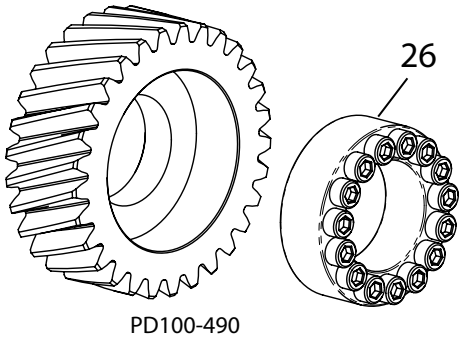
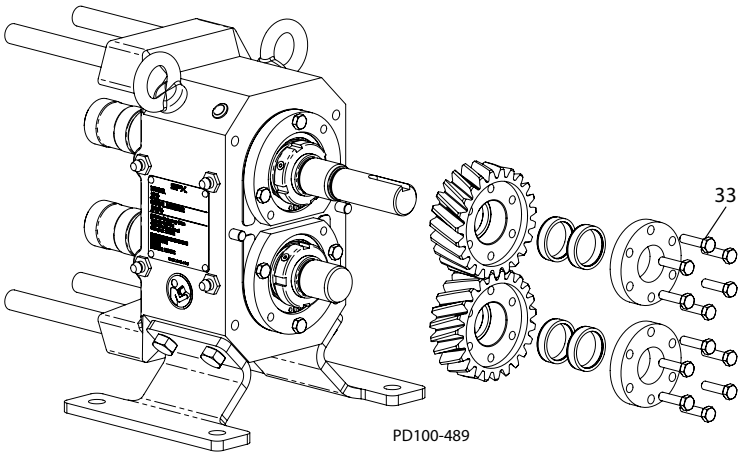

Afbeelding 38 - Grendelinrichting
Afbeelding 39 - De tandwiel en grendelinrichting verwijderen
1. Maak de schroeven van de klemring los (Afbeelding 39, item 24) of de borgschroeven in de grendelinrichting (Afbeelding 38, item26) om de tandwielinrichting van de as te verwijderen.